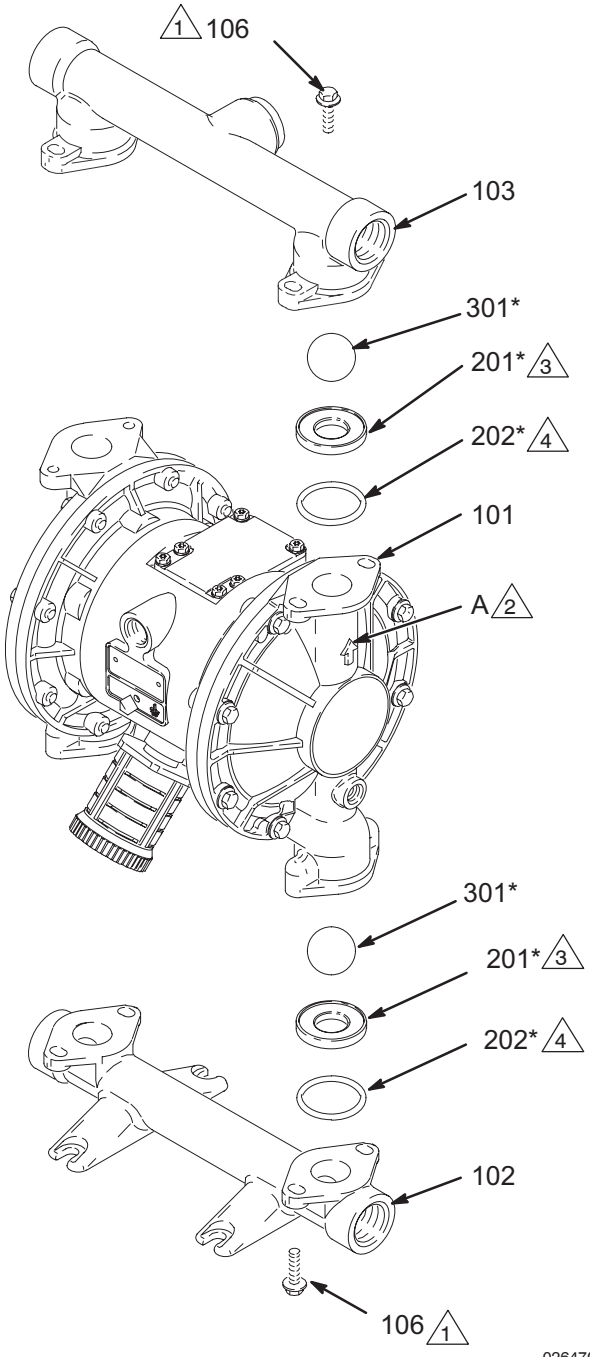

Rys. 12
3. Za pomocą klucza nasadowego 10 mm odkręć cztery śruby(106) i nakrętki (114, *tylko w pompach ze stali nierdzewnej*) mocujące wylotowy przewód rozgałęźny (103) do osłon układu hydraulicznego (101), p. rys. 12.
4. Wyjmij pierścienie uszczelniające (202, *nie stosowane w niektórych modelach*), gniazda zaworów(201) i kulki (301) z przewodu rozgałęźnego (103).
5. Obróć pompę i zdejmij wlotowy przewód rozgałęźny (102). Zdejmij pierścienie uszczelniające (202, *nie stosowane w niektórych modelach*), gniazda zaworów (201) i kulki (301) z osłon układu hydraulicznego (101).
2. Ponownie zamontuj, wykonując czynności w odwrotnej kolejności, zgodnie z uwagami widocznymi na rys. 12. Upewnij się, że zawory kontrolne i przewody rozgałęźne są zmontowane **dokładnie** w przedstawiony sposób. Strzałki (A)na osłonach hydraulicznych (101) **muszą** być skierowane w stronę wylotu przewodu rozgałęźnego (103).